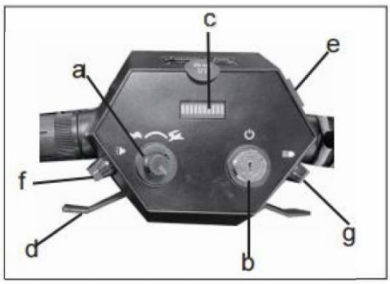

Fig .2
2.2 Control Panel (Figure 2)
4.2 Power Switch (Figure 2)
4.3 Control Lever (Figure 2)